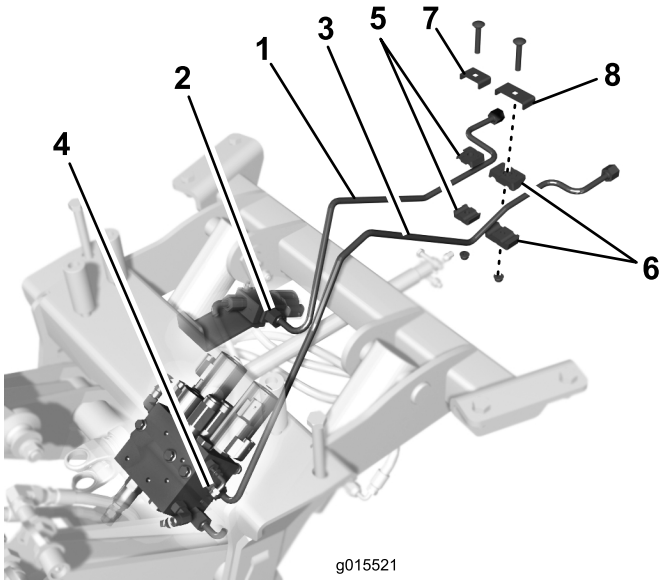

Figur 9
3. Anslut den kortare hydraulslangens bakre ände till slangen på maskinen (Figur 9).
4. Anslut den längre hydraulslangens bakre ände till slangen på maskinen (Figur 9).
6. Fäst den kortare hydraulslangen löst på den intilliggande slangen på maskinen, med den mindre rörklämman, plåten, vagnsbulten och flänsmuttern så som visas i Figur 9.
7. Fäst den längre hydraulslangen löst på den intilliggande slangen på maskinen med den mindre rörklämman, plåten, vagnsbulten och flänsmuttern så som visas i Figur 9.